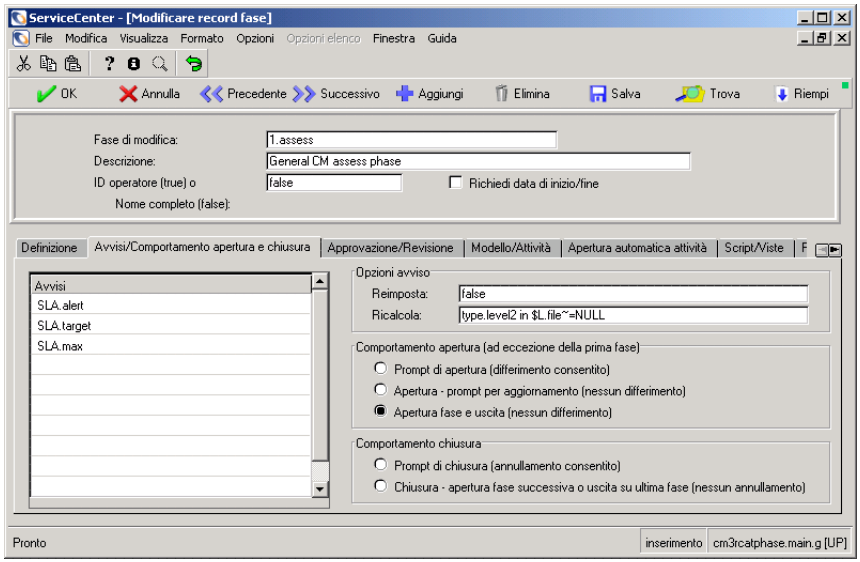

Figura 10-75: Opzioni degli avvisi delle definizioni delle fasi
4. Scegliere la scheda Avvisi/Comportamento apertura e chiusura. La Figura 10-75 mostra le opzioni degli avvisi delle definizioni delle fasi.